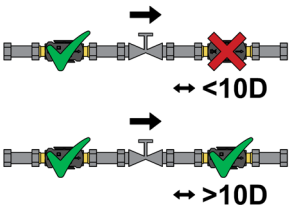

Fig.2
2. Ne positionner pas le débitmètre immédiatement à la suite d'une vanne papillon et une vanne de contrôle. Toutefois, l'installation en amont est autorisée (***Fig.2***);